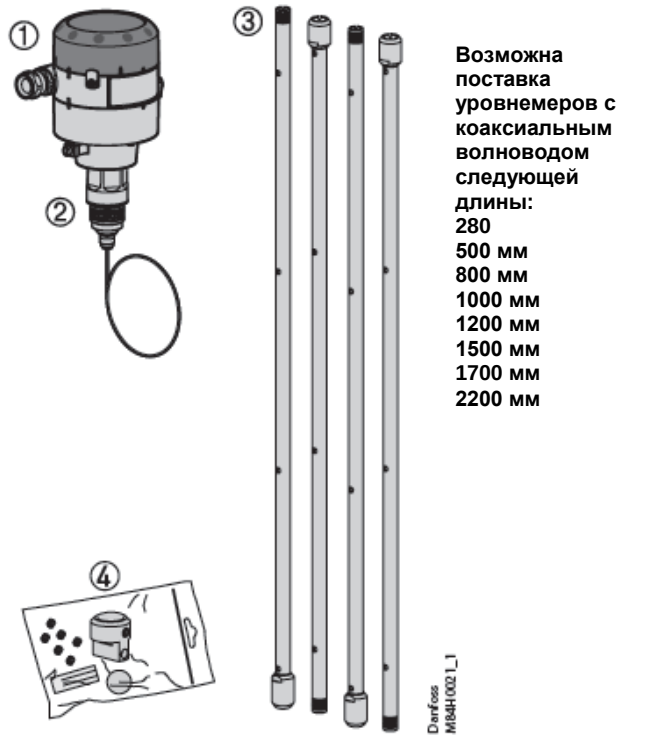

Рис.6
10. Перед установкой собранной измерительного волновода уровнемера в вертикальную трубу необходимо измерить длину этой измерительной части (без приемо-передающего блока) (см. рис.11). Используя динамометрический ключ, затяните соединительный штуцер (рис.6, поз.2) с моментом 120 Нм (89 фунтов/фут).